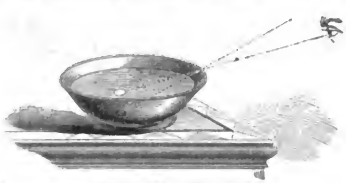

Fig. 176. Geldstück im Wasser.
**Brechung des Lichts.** Das entzückende Farbenspiel des Diamants, die sinnetäuschende Fata morgana, die das Kleinste und das Fernste auflösende Kraft linsenförmig geschliffener Gläser, die „aus Perlen gebaute Brücke" des Regenbogens — sie beruhen alle auf einer einzigen Eigenthümlichkeit des Lichtstrahls, eine andere Richtung einzuschlagen, wenn er aus gewissen durchsichtigen Körpern in andere übergeht, oder wenn die Dichtigkeit des Körpers, in welchem er sich fortbewegt, innerhalb der verschiedenen durchlaufenen Schichten verschieden groß ist. Dies Vermögen heißt die **Brechbarkeit** des Lichtes. Augenscheinlich wird es zum Beispiel, wenn wir in ein Becken, von welchem wir so weit entfernt stehen, daß sein Boden uns durch den Rand gerade verdeckt ist, ein Geldstück legen. Obwol uns dasselbe bei unsrer angenommenen Stellung nicht sichtbar ist, so erscheint sein Bild doch augenblicklich, wenn das Becken mit Wasser gefüllt wird. Die von dem Geldstück reflektirten Lichtstrahlen werden, wenn sie aus dem Wasser in die Luft übergehen, von ihrem Wege abgelenkt, und es können somit jetzt deren in unser Auge gelangen, welche früher vorbeigehen mußten (Fig. 176). Das Bild liegt für uns daher in einer andern Richtung als sein körperlicher Gegenstand, und das ist auch die Ursache, warum man Fische im Wasser nicht treffen kann, wenn man nicht mit dem Gewehr etwas unterhalb der Stelle zielt, wo sie uns zu stehen scheinen (siehe die Anfangsvignette).